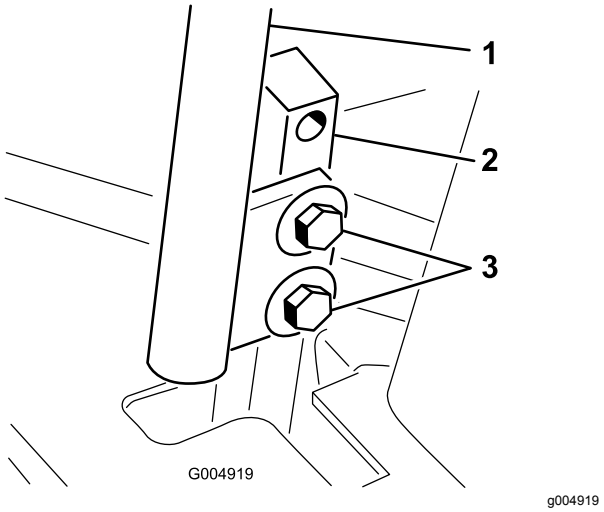

**Bild 55**
3. Lösen Sie die Schrauben, mit denen die Schaltbügel befestigt sind (Bild 55).